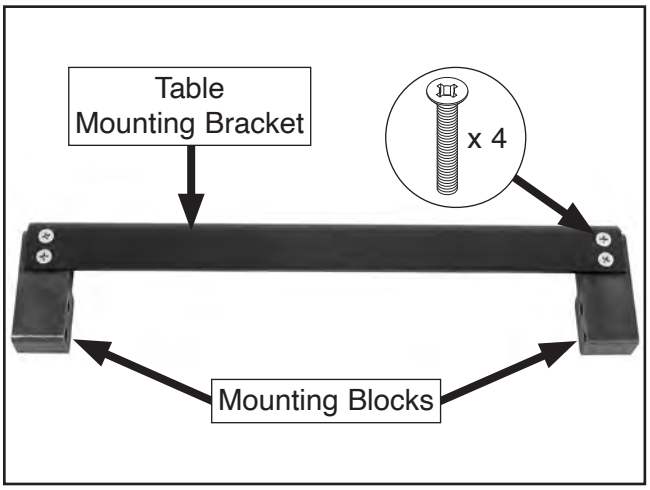

Figure 21. Table mounting blocks attached to bracket.
20. Attach (1) right and (1) left table mounting block to (1) table mounting bracket with (4) M8-1.25 x 25 flat head screws (see **Figure 21**).